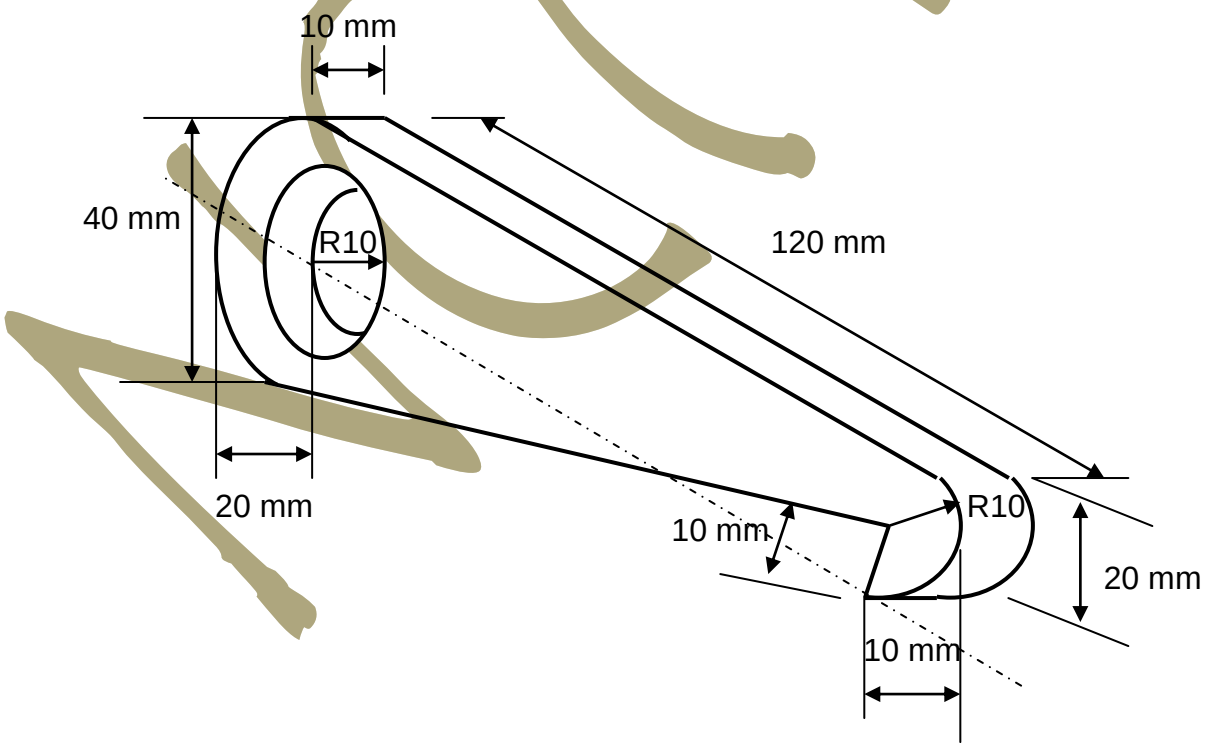

FIGUUR 2
2.2 Die pal (‘pawl’) van 'n indeksmasjien is beskadig en moet vervang word. FIGUUR 2 hier onder is 'n vryhandtekening van die pal met die korrekte afmetings/mate.
5.1 Sien FIGUUR 2 van 'n pal van 'n indeksmasjien wat uit weekstaal-materiaal gemaak moet word.